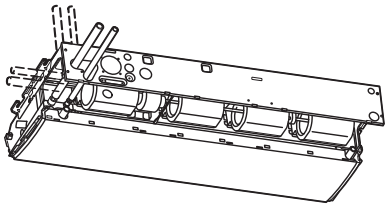

Fig. 2-91
- The positions of the refrigerant tubing connections are shown in the figure below. (The tubing can be routed in 3 directions.) (Fig. 2-91)
* If the drain hose is routed through the left side, refer to Fig. 2-91, and follow the procedure above to install the hose. Reattach the rubber stopper removed earlier onto the right side.